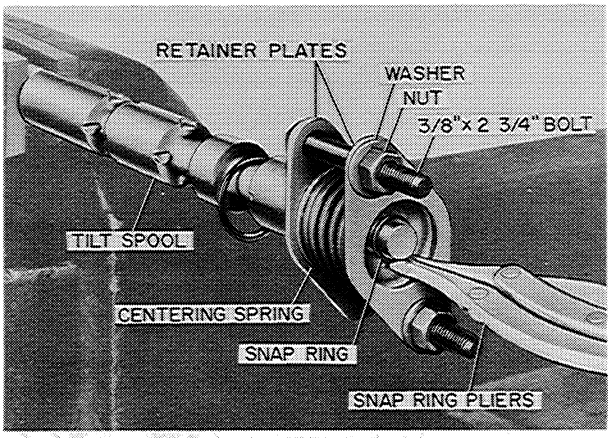

Figure DD-25
1. To reassemble either the tilt spool, or the auxiliary spool place a retainer plate, spring retainer, spring, spring retainer, and retainer plate over the end of the spool. Compress the spring as shown in Figure DD-25. Now install a new snap ring, Make sure the snap ring is fully seated in the groove. Then carefully remove the spring compressing device. Remove the Spool from the vise and place an "O" ring retainer and "O"ring over the eye end of the spool. Care must be taken to prevent cutting the "O"ring during installation.